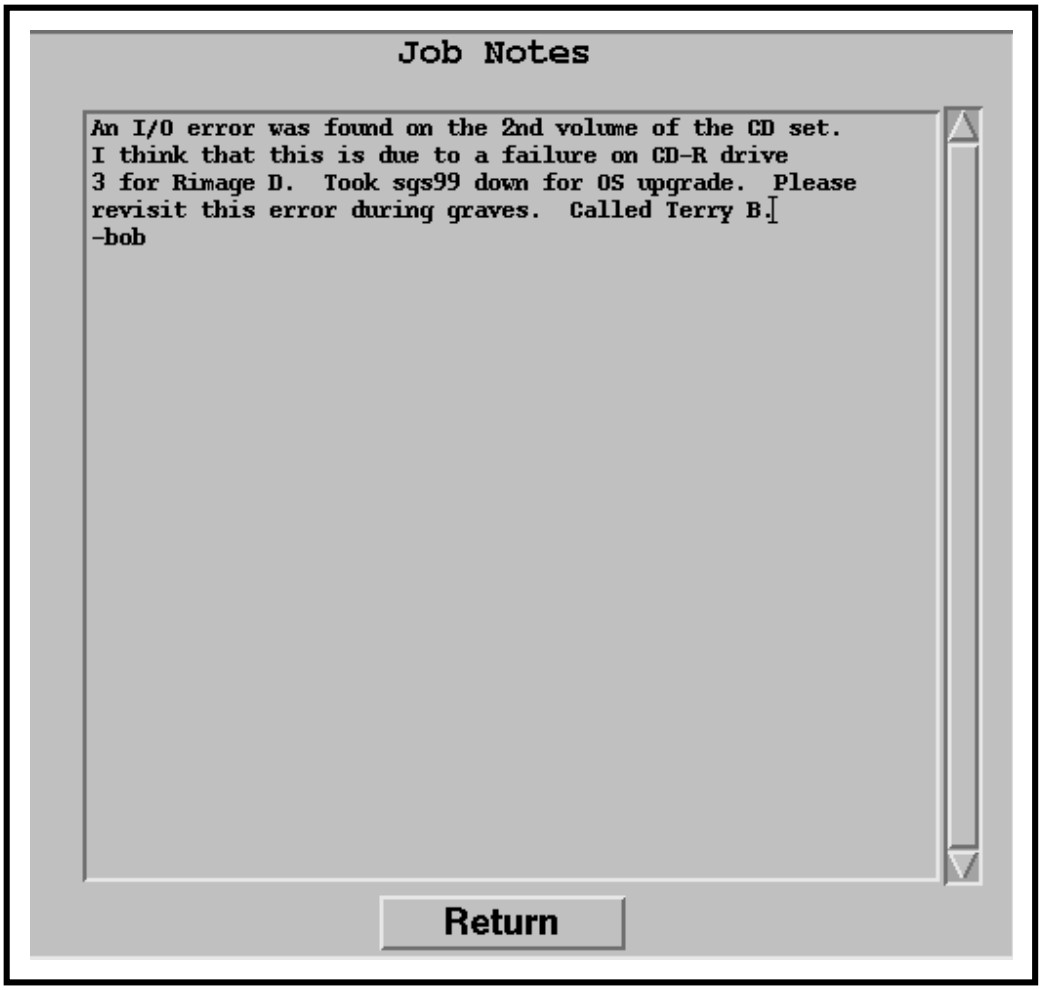

Figure 95. Job Notes Dialogue Box
- The **Job Notes** dialogue box (Figure 95) is displayed.